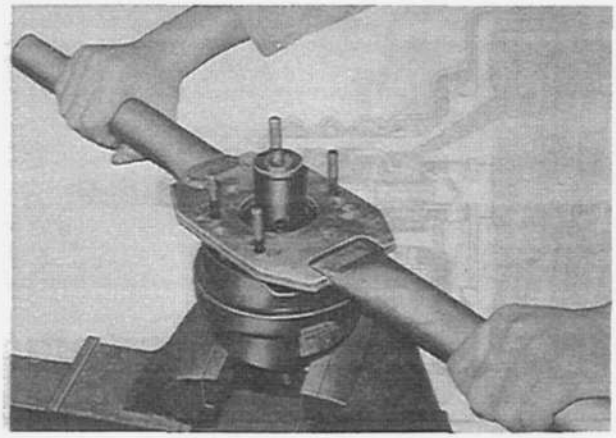

Fig. 11–26 Removing of rear shell
5. Attach a suitable wrench to the studs of the rear shell as shown in Fig. 11–26. Rotate the rear shell clockwise to unlocked postion.